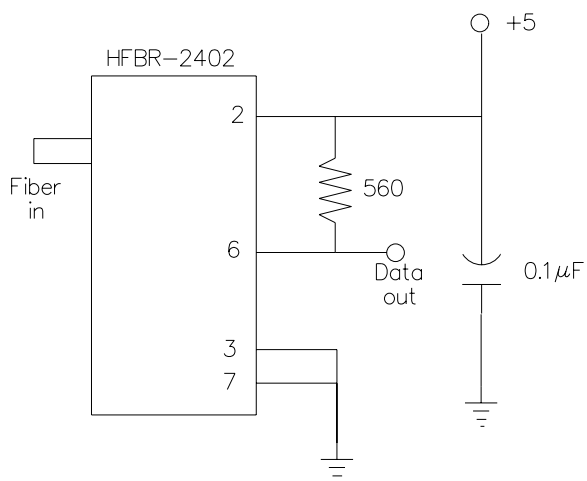

Figure 3: Receiver circuit diagram
4. Wire up the receiver as in Fig. 3. Connect the fiber to the receiver. Find and measure the optical power level that causes the receiver output to change level (i.e., where the output pulse is midway between its extreme values)–this is the "optical threshold power". Note that the receiver inverts the output signal from the input signal.